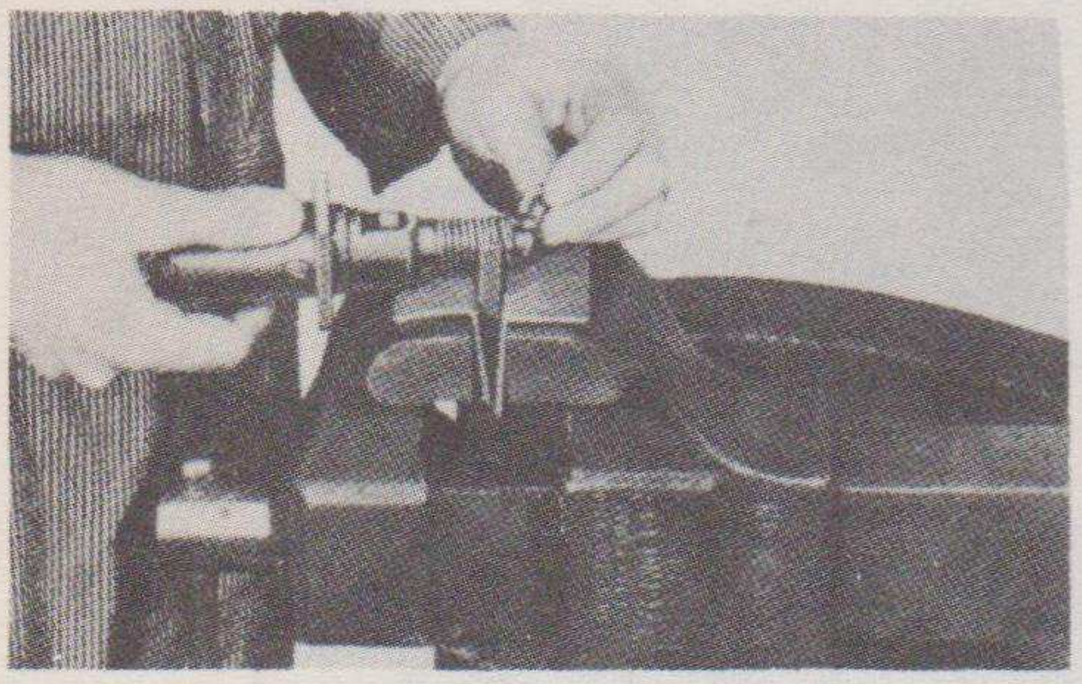
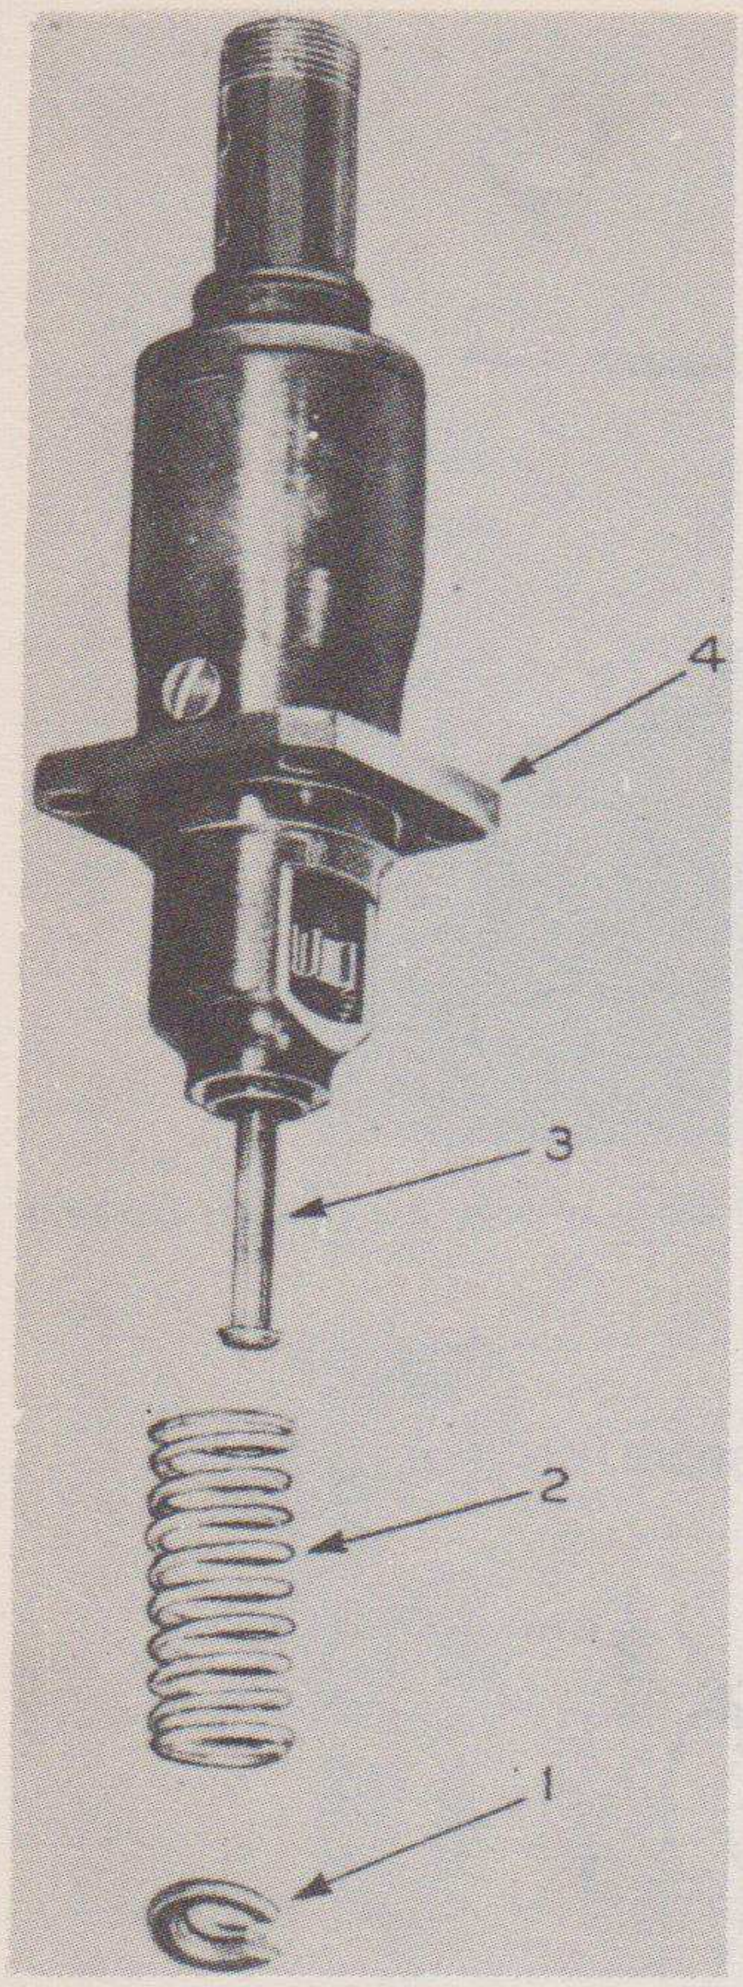

Fig. 34—Removing plunger spring seat with the aid of service tool SE-1308.
Fig. 37—Plunger spring and seat removed. (1) Plunger spring seat. (2) Plunger spring. (3) Plunger. (4) Plunger bushing retainer.
In the event of a broken plunger spring, a new one can be installed as shown in Figure 34. This same technique is used for removal of the plunger spring. The mechanic here is using service tool SE-1308, tappet holder for Bosch Injection pump. Any such object may be used to help compress the plunger spring as the plunger spring seat is removed. These items are shown in Figure 37, with spring seat (1), spring (2), plunger (3), and plunger bushing retainer (4).
The plunger spring (2), Figure 37, is identical end for end, has a free length of 2", and should test 22 lbs. at $1\frac{9}{16}$". A plunger spring falling below this specification should be replaced. As long as the spring load tests all right, the free length may be disregarded; most springs take a set after continued use.